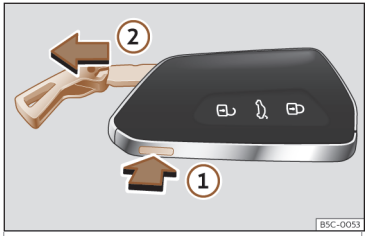

Fig. 72 Llave del vehículo: extraer el espadín.
- Si pulsa una vez el botón››› fig. 72 ① se desbloquea el espadín y aparece una argolla a modo de llavero.
- Mantenga pulsado el botón ① y al mismo tiempo tire de la argolla en la dirección de la »
flecha››› **fig. 72** ② para extraer completamente el espadín.